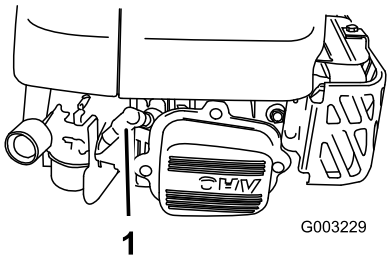

Figur 33
2. Lossa tändkabeln från tändstiftet (Figur 33) innan du utför underhåll.